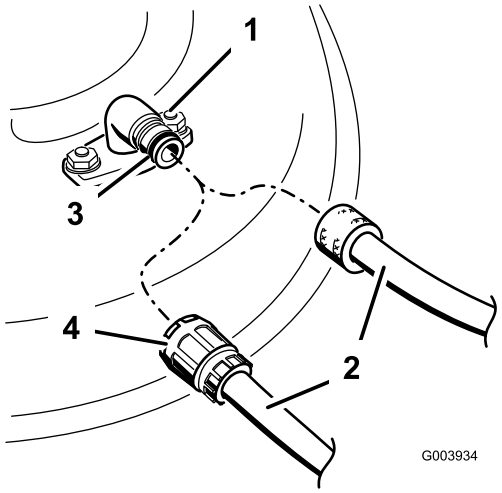

Figuur 62
3. Bevestig de slangkoppeling aan de wasaansluiting van de maaimachine en draai de waterkraan helemaal open (Figuur 62).